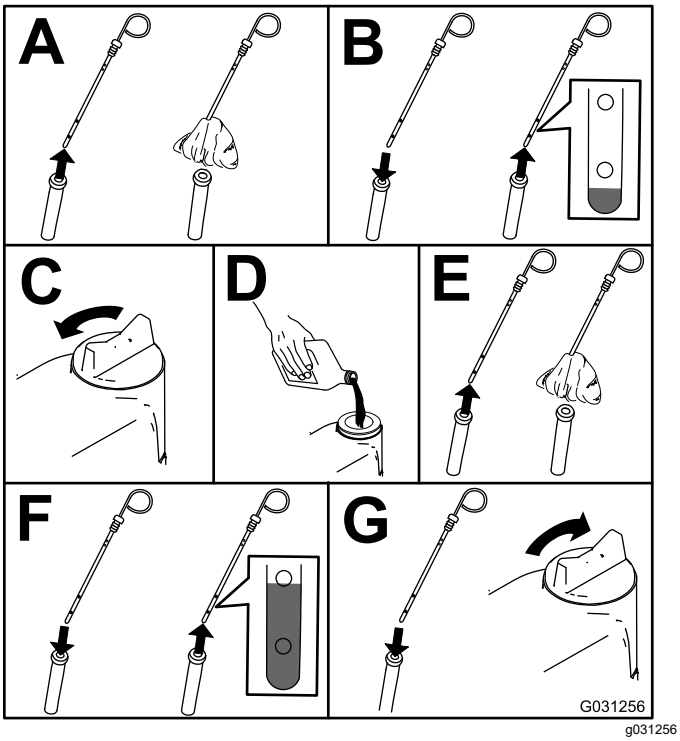

Figure 52
2. Contrôlez le niveau d'huile moteur; voir Figure 52.